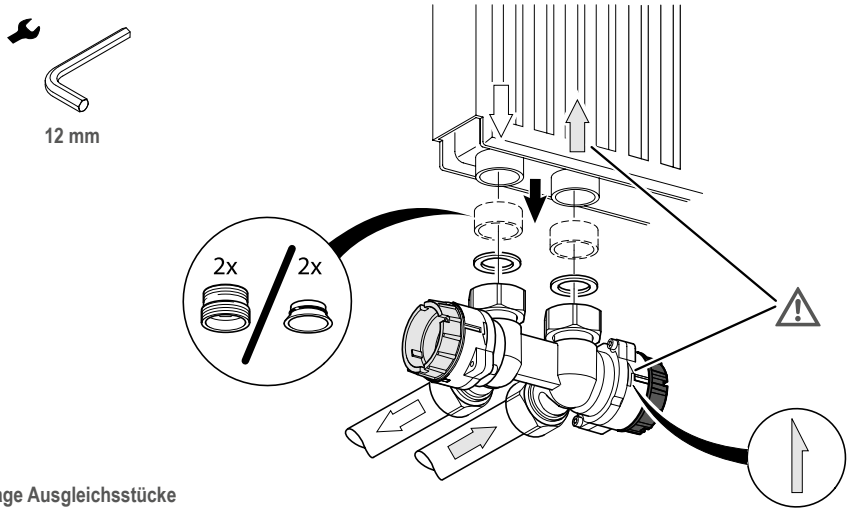

Fig. 14-6: Montage Ausgleichsstücke Eurokonus oder Reduzier-Doppelnippel
- Je nach Heizkörper entweder 2 Stück Ausgleichsstücke mit Eurokonus Art.-Nr. 2098649 oder 2 Stück Reduzier-Doppelnippel R1/2 x R3/4 Art.-Nr. 2098646 (beide als Zubehör erhältlich) gemäß Fig. 14-6 an Vor- und Rücklauf des Heizkörpers montieren.